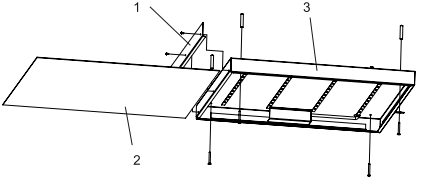

Рисунок 1
4.2.2 Накладной монтаж осуществляется следующим образом (см. рисунок 1):
– открутить 3 винта и снять боковую крышку (1) светильника;
– извлечь рассеиватель (2);
– закрепить корпус светильника (3) через имеющиеся отверстия непосредственно на поверхность потолка. Крепёж для накладного монтажа в комплекте не поставляется;
– в обратном порядке установить на корпус светильника (3) рассеиватель (2);
– установить боковую крышку (1) обратно и зафиксировать винтами.